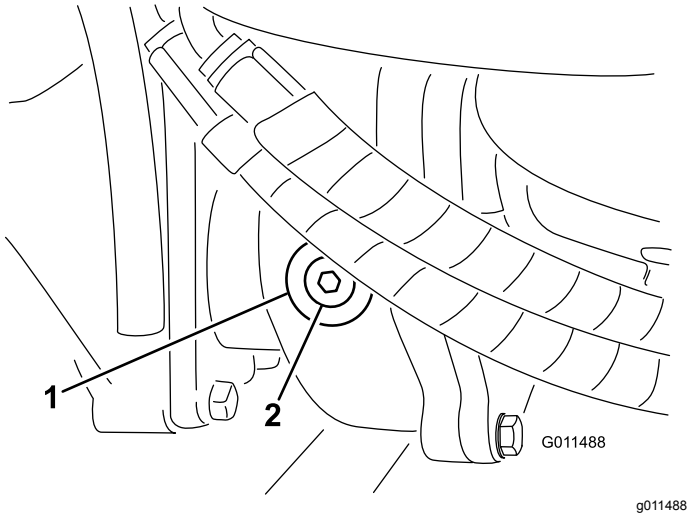

**Figuur 85**
2. Verwijder de controle/vulplug aan de linkerzijde van de tandwielkast en controleer of de tandwielolie tot aan de onderkant van de opening komt (Figuur 85).